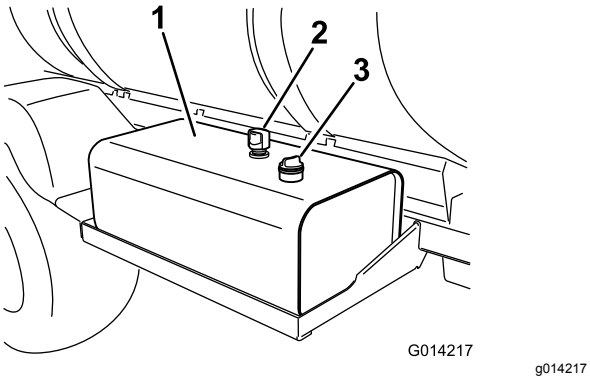

Figur 94
2. Rengör området runt hydraulvätsketankens oljestickslock och ta bort locket (Figur 94).